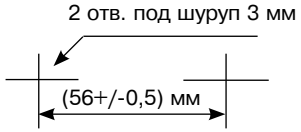

Рис. 5.5
- произведите разметку согласно рис. 5.5;